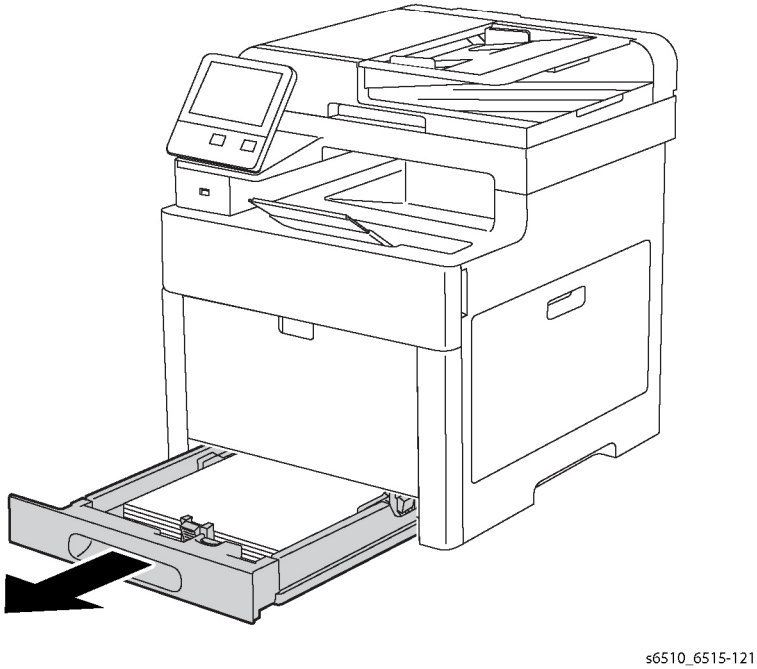

Figure 1 Remove the 250 Cassette Assembly
1. Refer to Figure 1 to remove the 250 Cassette Assembly from the printer.